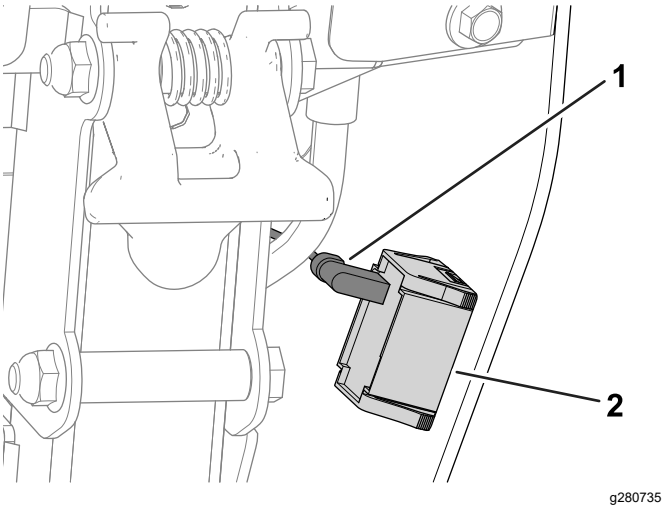

Figur 40
A. Koppla bort kablagekontakten från timmätaren (Figur 40).